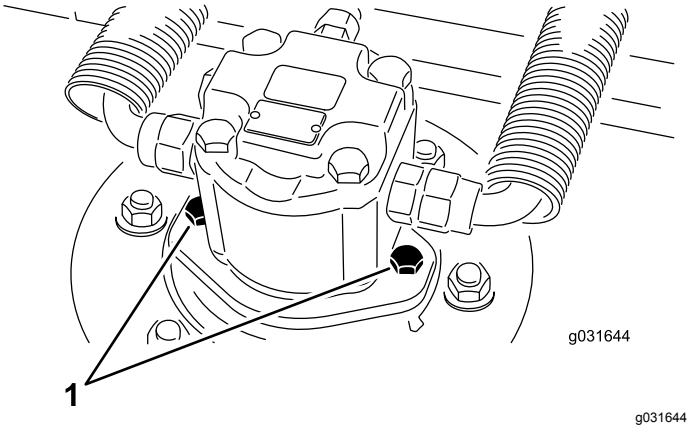

图 65
2. 卸下液压马达安装螺丝从剪草刀盘上断开并拆除液压马达图 65。
4. 使用液压马达安装螺丝将液压马达安装到刀盘上图 65。